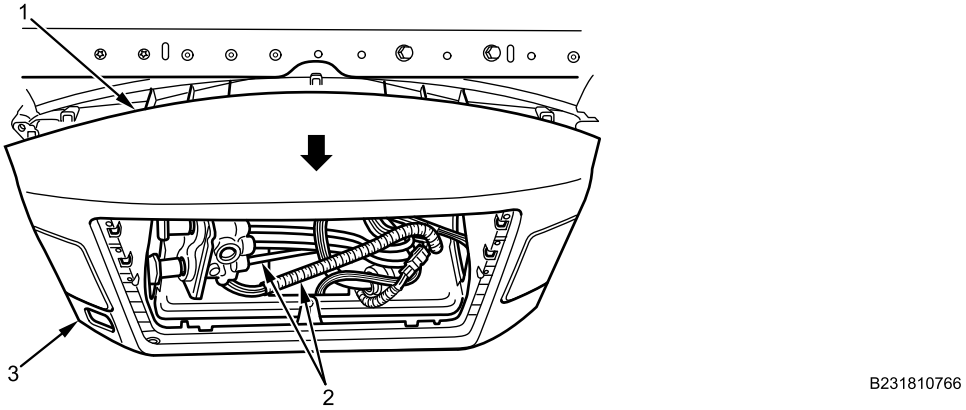

Figure 4. Instrument Panel Center Closeout Removal.
4. Tuck all electrical harnesses and air lines (Figure 4, Item 2) inside instrument panel center closeout panel.
5. Remove instrument panel center closeout (Figure 4, Item 1) by first pulling top of instrument panel center closeout (Figure 4, Item 1) and then at each lower corner (Figure 4, Item 3).